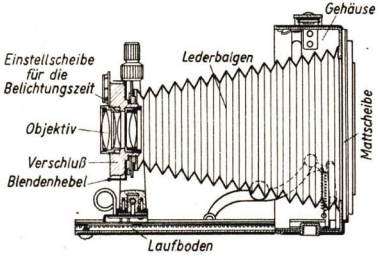

Abb. 51. Photographische Kamera. Plattenkamera älterer Bauart
1. Die Plattenkamera. Abb. 51 zeigt schematisch einen Längsschnitt durch eine *Plattenkamera* älterer Bauart. Sämtliche Teile der Kamera sind beim Nichtgebrauch in einem Gehäuse untergebracht. Die Vorderwand läßt sich um 90° herabklappen und dient dann als Laufboden für einen aus dem Gehäuse herausziehbaren Rahmen. Dieser ist mit der Rückwand durch einen lichtdichten Lederbalgen verbunden und trägt den wertvollsten Teil der Kamera, die Linse oder das *Objektiv*. Ein gutes Objektiv besteht nicht, wie wir bisher stillschweigend angenommen haben, aus einer einzelnen Linse, sondern es ist aus mehreren Linsen zusammengesetzt (Abb. 52a). Dadurch erreicht man schärfere Bilder. Denn ein Linsensystem beseitigt Bildungenauigkeiten, die bei einer einzelnen Linse zum Teil noch auftreten. Mit großer Sorgfalt werden die Glassorten auf ihre optischen Eigenschaften geprüft, die Schliffe ausgeführt, die Linsen verkittet und in die Fassungen eingesetzt. Auch das bekannte Warenzeichen